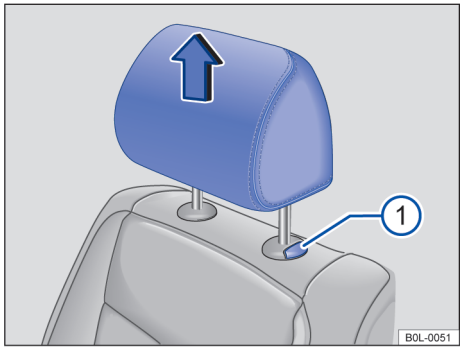

图 57 拆卸前排座椅头枕
– 按住按钮 →图 57①，同时将头枕完全拉出。 ▶
– 按住按钮 →图 57① 并下推头枕。